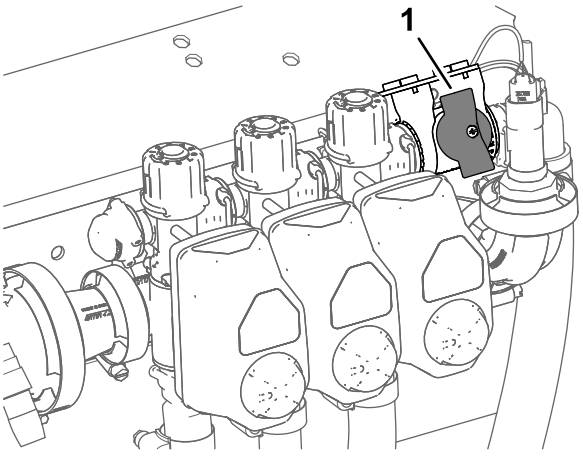

Figura 42
2. Gire el mando de la válvula de cierre del circuito de desvío a la posición de cerrado (Figura 42).